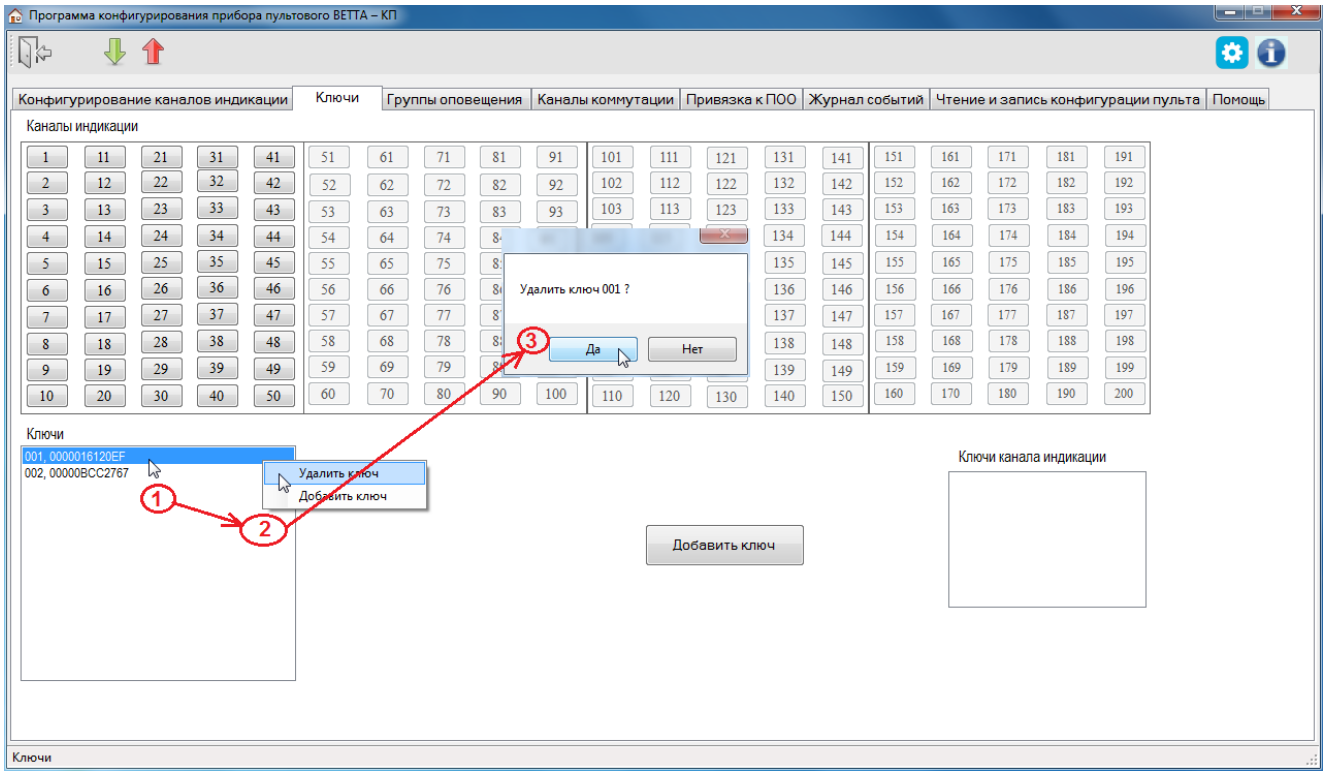

Рис. 24. Порядок действий при удалении ключа Touch Memory
4) После завершения чтения текущей конфигурации и запуска основного окна программы-конфигуратора, перейдите на вкладку «Ключи» (Рис. 24).
5) В списке «Ключи» выберите запись с кодом удаляемого ключа (Рис. 24, шаг 1).
6) Вызовите правой кнопкой мыши контекстное меню и выберите команду «Удалить» (Рис. 24, шаг 2).
7) В появившемся диалоговым окне (Рис. 24, шаг 3), подтвердите выполнение операции удаления ключа нажатием кнопки «Да».